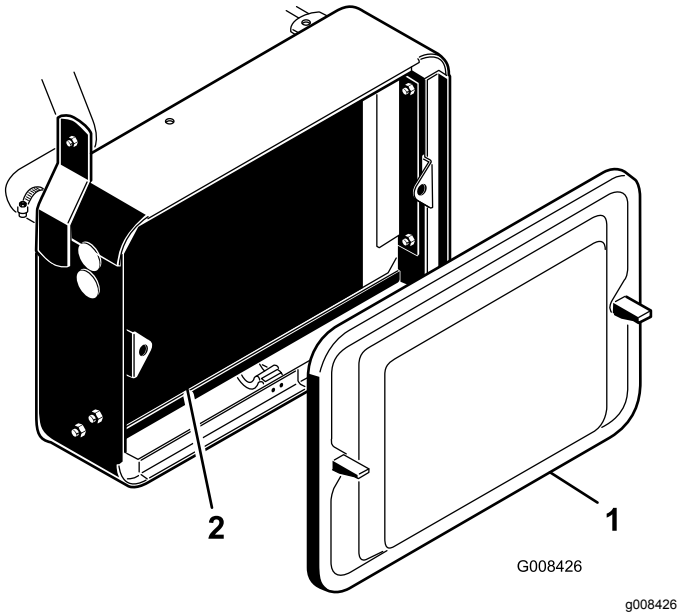

Rysunek 46
1. Zdejmij osłonę chłodnicy (Rysunek 46).